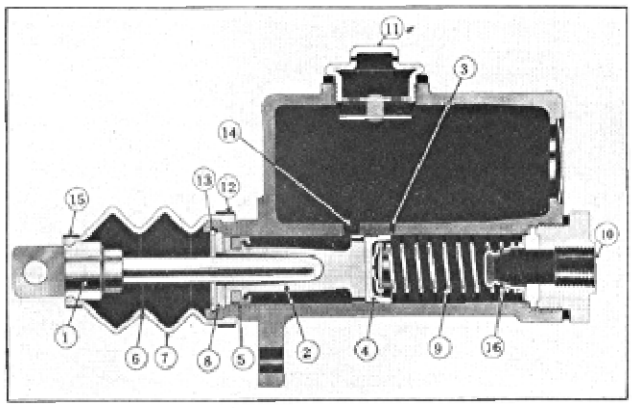

Figure 2
The master cylinder, Figure 2, consists of a supply tank cast integral over the master cylinder proper, in which compensating features are incorporated.
The return to released position of piston (2), Figure 2, and cup (4) under the action of spring (9) is much faster than the return of the fluid through outlet (10) into the master cylinder. This creates a momentary vacuum in the cylinder barrel and additional fluid is drawn into the system from the reservoir through the drilled holes in piston (2) and past the lip of cup (4). The pressure exerted on the fluid by the brake shoe retracting springs is sufficient to lift valve (16) off its seat to permit the fluid from the lines to return into the master cylinder. Any excess is returned by port (3) into the reservoir; thus we have a cylinder full of fluid for the next brake application.
It is imperative that rod (1), Figure 2, which is attached to brake pedal operating rod, be adjusted for clearance where it seats in piston (2), so that there is ¼" free movement of brake pedal pad before the pressure stroke starts. This will permit cup (4), Figure 2, to be clear of port (3) when piston (2) is in its released position; otherwise the excess fluid drawn into the master cylinder on the return stroke of the piston, will not be allowed to return to the reservoir and the brakes will drag.
Secondary cup (5) prevents fluid from leaking out of master cylinder into boot (7). Supply tank filler cap (11) is conveniently located, accessible under the left side of engine hood for checking fluid level. Supply tank should be kept at least half full of fluid. *CAUTION: Before removing supply tank filler cap (11) Figure 2, extreme care must be used to prevent dirt from entering the master cylinder.*
Remove large boot strap (12), Figure 2, that fastens boot to cylinder casting. This permits removal of boot, link and small boot strap. With a sharp-pointed screwdriver, remove retainer spring (13) from its groove. This permits the removal of internal parts. Rubber parts and cylinder bore are then checked.
lubrication purposes. Install valve (16) and return spring (9) as shown in Figure 2. Assemble primary cup (4), piston assembly (2) and piston ring (8). Snap retainer spring (13) in groove. Assemble boot (7) and rod (1) in place and replace large boot strap (12). Unit is now ready for installation on car.